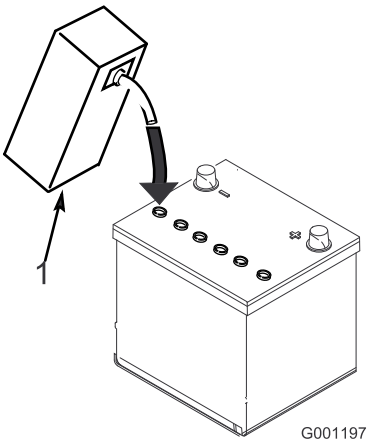

Figur 10
3. Fyld forsigtigt hver celle med elektrolyt, indtil pladerne er dækket med ca. 6 mm væske (Figur 10).
Bemærk: Fyld efter behov for at bringe elektrolytstanden op til ca. 6 mm fra bunden af påfyldningshullet (Figur 10).